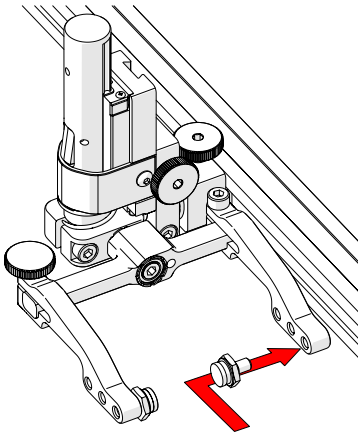

Fig. 116 - Place buttons
3. Position the pivot buttons where necessary. When a narrow scanning footprint is required, use the pivot button holes closest to the yoke *(Fig. 116)*.